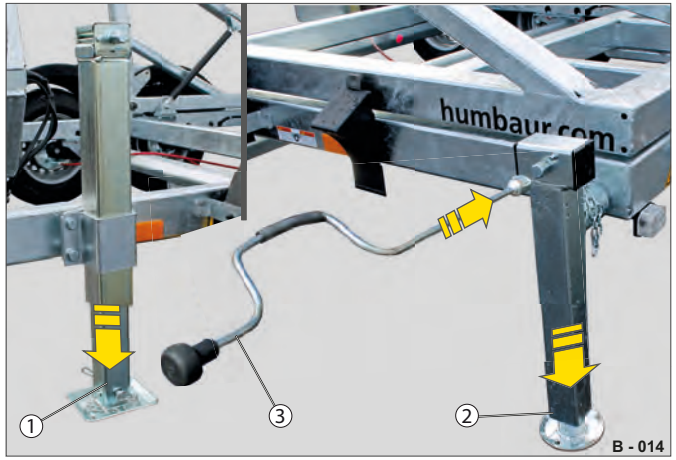

Fig. 9 Stabilisering af anhænger
▶ Sæt håndsvinget (Fig. 9 /3) på firkanttappen til støttebenet (Fig. 9 /1 og Fig. 9 /2) hhv. benyt et eventuelt allerede monteret håndsving direkte på støttebenet.